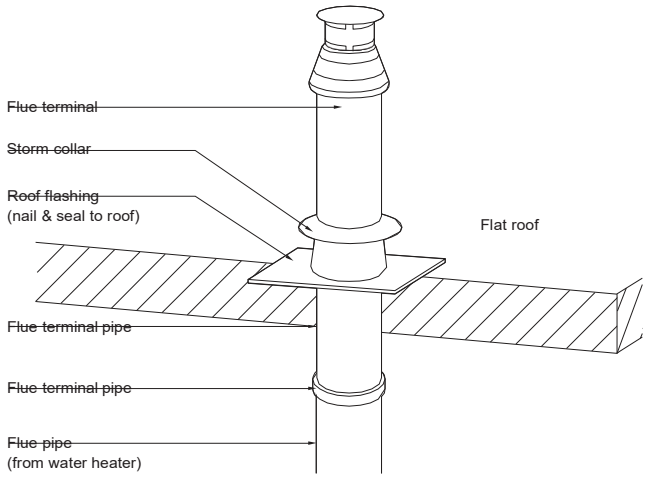

Fig. 10
c) Cut a minimum 165mm (6.5in) diameter hole for the flue centered in the desired location for the roof terminal, see Fig. 10.